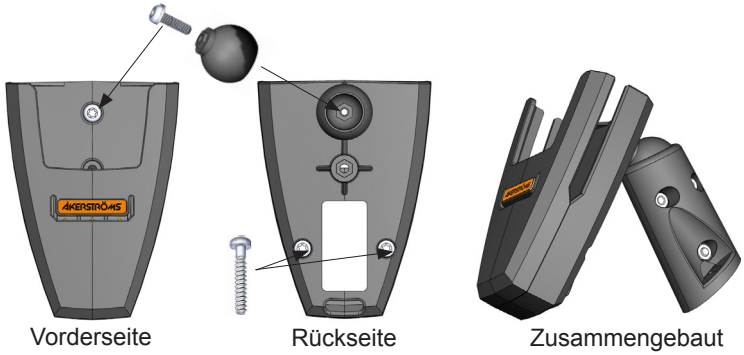

Abbildung 12. Halterung
Für Halterung (3) müssen die Schrauben an der Rückseite festgeschraubt werden (siehe Abb. 12).
Für sämtliche Halterungen muss die Kugel mit einer Schraube an der Vorderseite und einer Mutter an der Rückseite befestigt werden (siehe Abb. 12). Ziehen Sie die Schraube mit einem 3-mm-Inbusschlüssel fest. Der Empfänger muss mit 4-mm-Schrauben befestigt werden, die für die Aufstellungsumgebung geeignet sind.